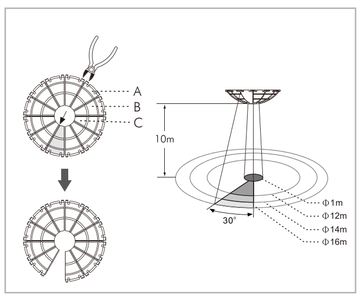

FIG.16
- La parte sombreada de los escudos de las lentes en la FIG.16 se refiere a las partes cortadas.